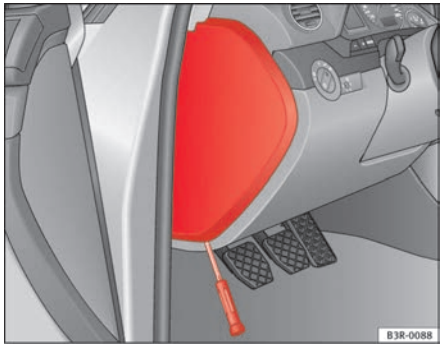

Fig. 185 Left side of dash panel: Fuse box cover
– Remove the fuse cover using a screwdriver ⇒ fig. 185.